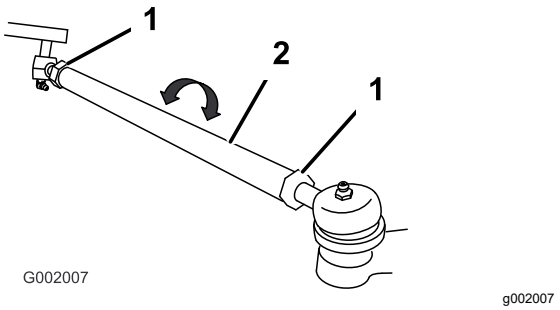

Figure 48
5. If the measurement does not fall within the specified range, loosen the jam nuts at both ends of the tie rods (Figure 48).